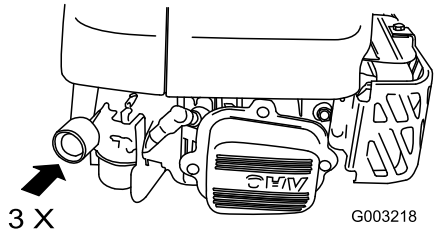

Figuur 18
1. Druk met uw duim de hulpstarter 3 keer krachtig in. Houd hierbij telkens de hulpstarter één seconde ingedrukt alvorens deze los te laten (Figuur 18).